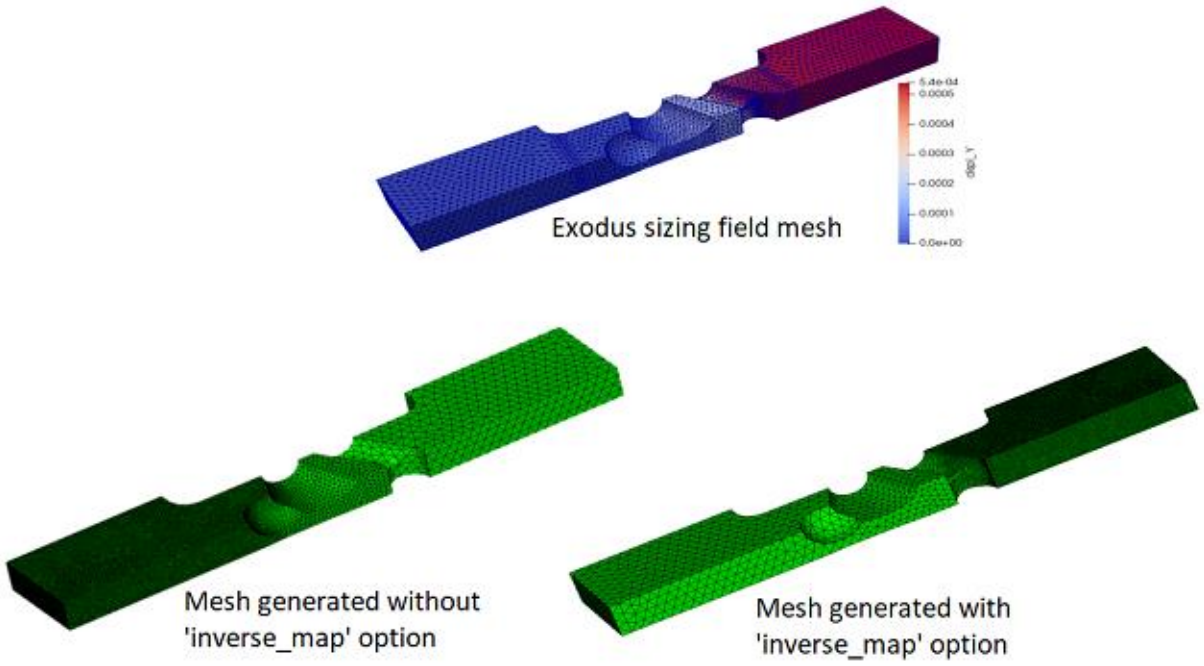
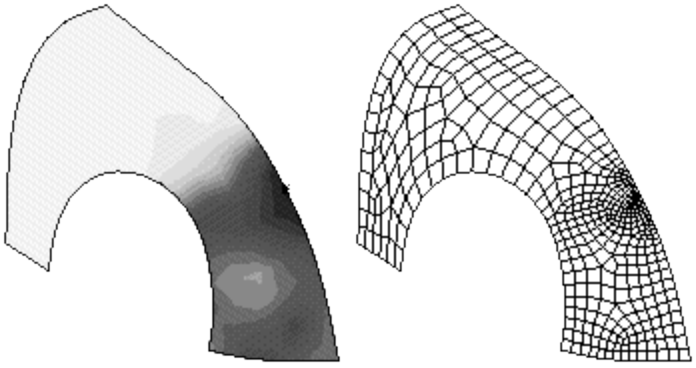

**Figure 1. Effect of 'inverse_map' option**
**Figure 2. Plastic strain metric and the adaptively generated mesh**
**Inverse_Map** flips the mapping so that smaller and larger values in the mapping generate larger and smaller elements respectively. See figure 1 below.
For example, the left image in Figure 2 depicts a plastic strain metric which was generated by PRONTO-3D [Taylor, 89] a transient solid dynamics solver, and recorded into an ExodusII data file. When the file is read back into CUBIT, the paving algorithm is driven by the function values at the original node locations, resulting in an adaptively generated mesh [Attaway, 93]. The right image in Figure 1 depicts the resulting mesh from this plastic strain objective function.